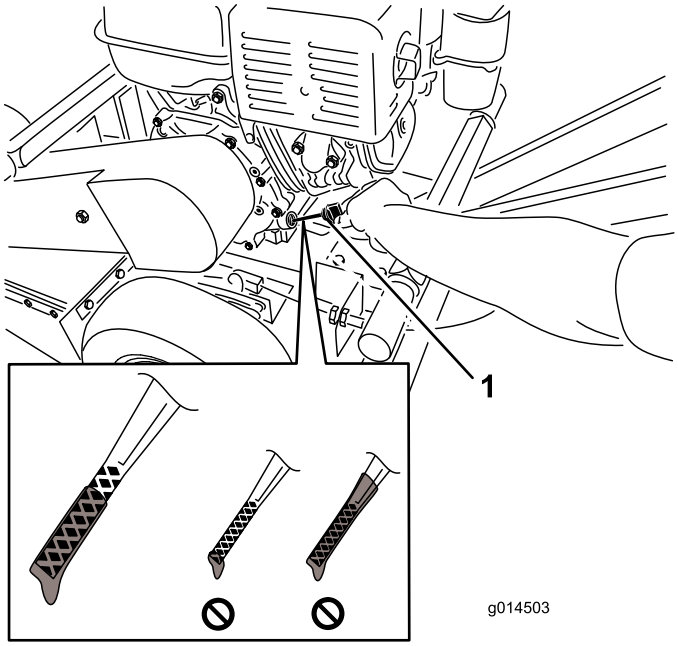

Figure 10
6. Sortez de nouveau la jauge et examinez son extrémité; le niveau d'huile doit atteindre le haut de la plage supérieure (Figure 10).